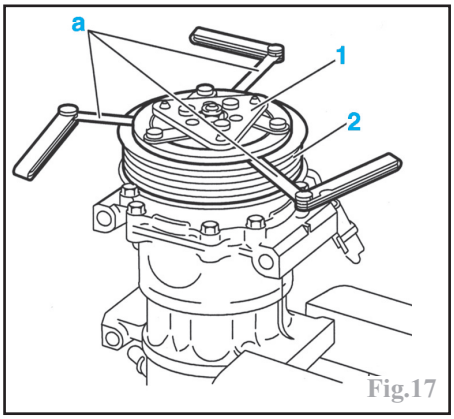

Fig.17
Mesurer la valeur de l'entrefer entre le plateau (1) et la poulie (2) à l'aide d'un jeu de cales (sur 3 points en 'a') (Fig.17).